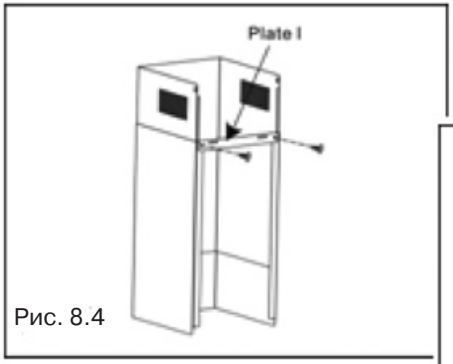

Рис. 8.4
7. Сделайте разметку для крепления планки внутреннего декоративного кожуха (рис. 8.4).